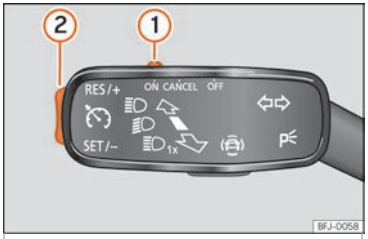

Abb. 252 Am Blinkerhebel: Bedienelemente zur Bedienung der GRA.
- Schieben Sie den Schalter ››› **Abb. 252** ① bis **ON**.
- Drücken Sie die Taste ››› **Abb. 252** ② im Bereich **SET/–**.
- Schieben Sie den Schalter ››› **Abb. 252** ① bis **CANCEL** oder treten Sie auf die Bremse.
- Drücken Sie die Taste ››› **Abb. 252** ② im Bereich **RES/+**.
Während der GRA-Regulierung kann die gespeicherte Geschwindigkeit mit der Taste ››› **Abb. 252** ② eingestellt werden:
- Um in Schritten von 1 km/h (1 mph) zu erhöhen, drücken Sie kurz die Taste ››› **Abb. 252** ② im Bereich **RES/+**.
- Um die Geschwindigkeit kontinuierlich zu erhöhen, halten Sie die Taste ››› **Abb. 252** ② im Bereich **RES/+** gedrückt.
- Um in Schritten von 1 km/h (1 mph) zu reduzieren, drücken Sie kurz die Taste ››› **Abb. 252** ② im Bereich **SET/–**. »
• Um die Geschwindigkeit kontinuierlich zu verringern, halten Sie die Taste ››› Abb. 252 ② im Bereich **SET/–** gedrückt.
• Schieben Sie die Taste ››› Abb. 252 ① auf **OFF**.